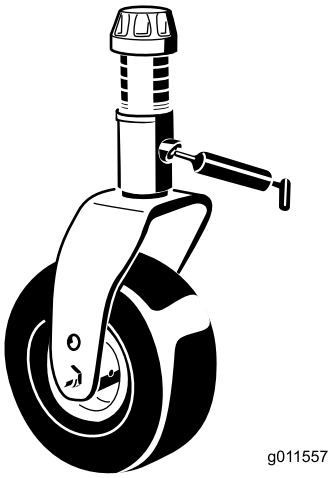

Figur 38
- 2 bussningar för hjulgaffelaxeln (Figur 38)